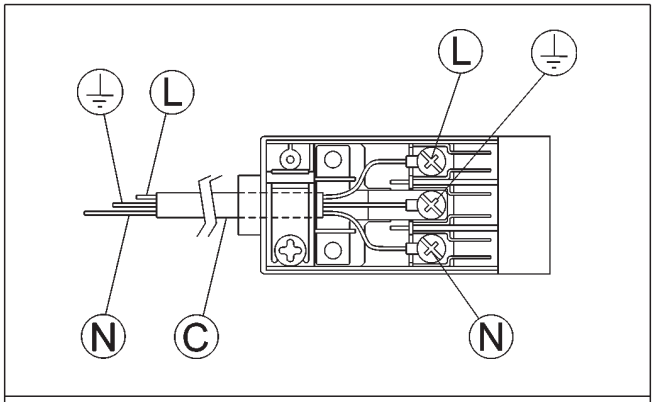

FIG. 11
- placer på strømledningen "C" et normaliseret stik, der passer til strømmen, som er angivet på etiketten, hvis der ikke er noget (se fig. 11).
- Slut de små ledere til efter skemaet i fig. 11 og sørg herved for at overholde nedenstående bestemmelser: